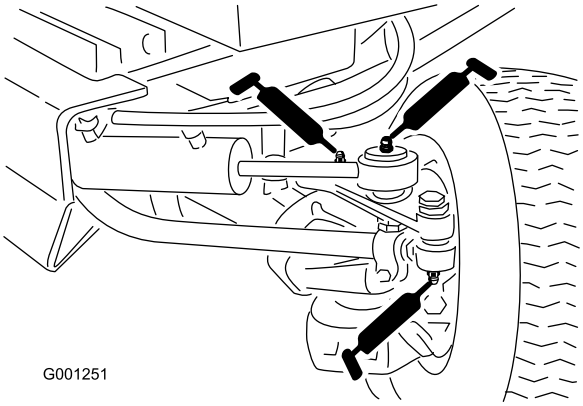

Figur 45
- Parallellstagender (2) (Figur 45)
- Sylinderstangender (2) (Figur 45)
- Styretapper (2) (Figur 45)
- Akselens dreiebolt (Figur 45)